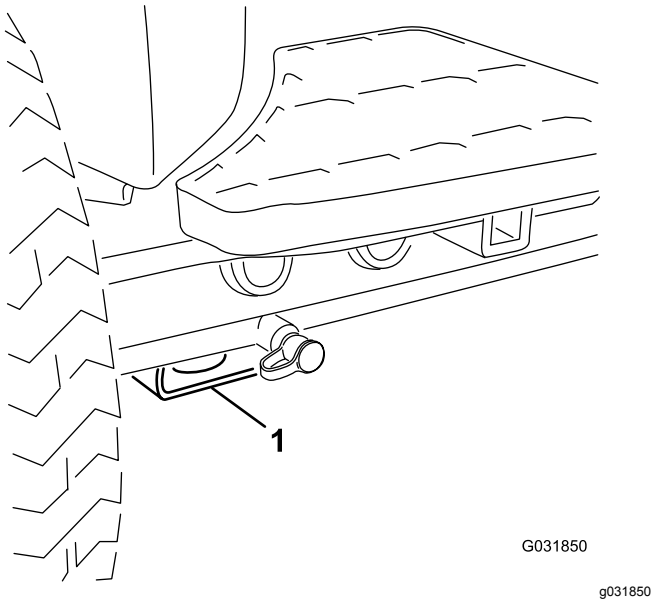

Figuur 58
- Voor – rechthoekig blok, onder de asbuis, aan de binnenzijde van beide voorwielen (Figuur 58).